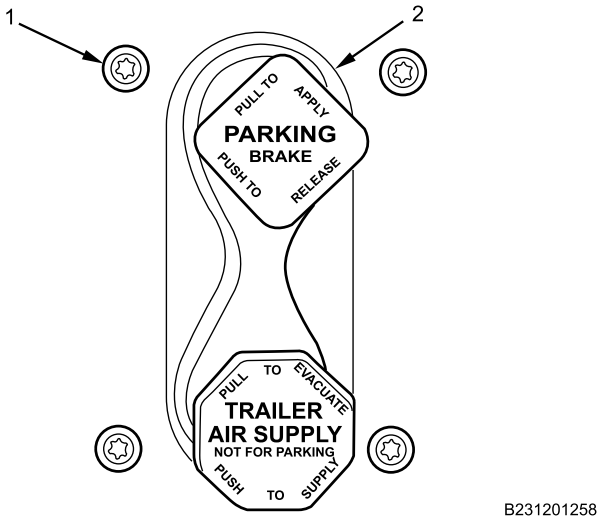

Figure 5. Hand Brake Control.
3. Install four torx screws (Figure 5, Item 1) on hand brake control valve (Figure 5, Item 2).